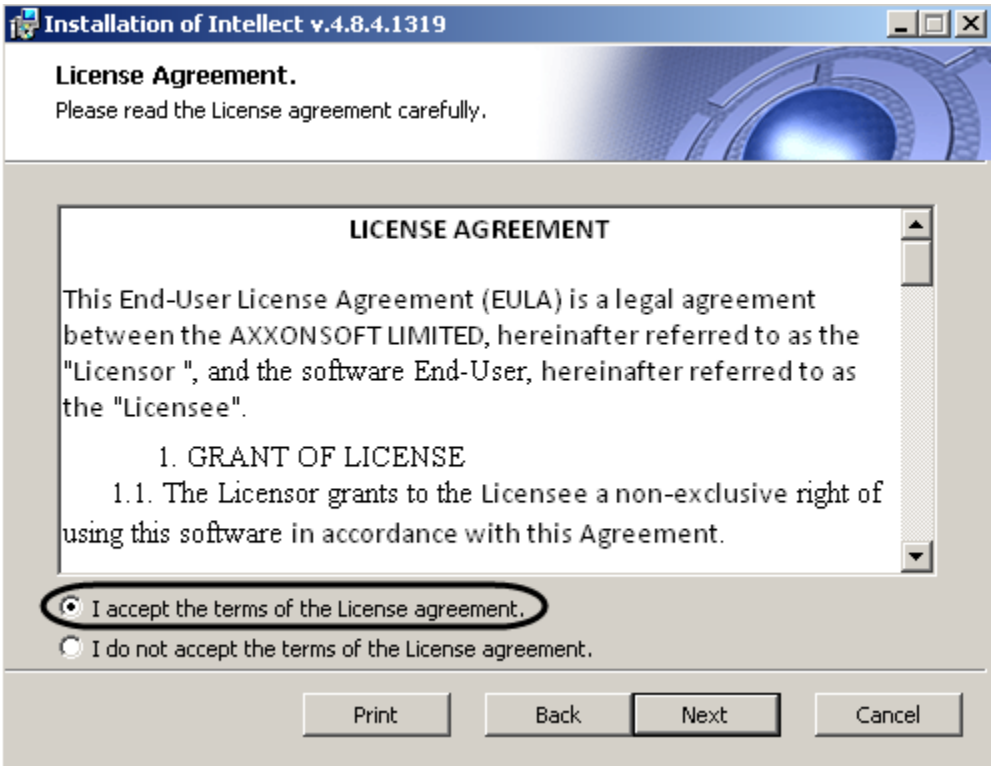

Figure 5.1-9 The “License Agreement” dialog box
The “License Agreement” dialog box is displayed (Figure 5.1-9).
10. Read the License agreement and accept its terms by setting the switch into the «I accept the terms of the License agreement» position, otherwise the INTELLECT™ installation will be stopped (Figure 5.1-9).
11. Click the “Next” button (Figure 5.1-9).